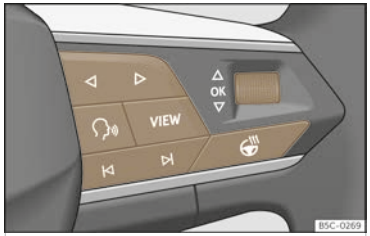

Fig. 11 Right side of multifunction steering wheel: buttons to the menus and informative indications on the instrument panel (depending on the version).
As long as a priority 1 >>> page 24 warning is active, it will not be possible to access any menu. Some warnings can be confirmed and hidden with the OK button of the multifunction steering wheel >>> Fig. 11.
- If a message or vehicle symbol is displayed, press the OK button >>> Fig. 11; several times if necessary.